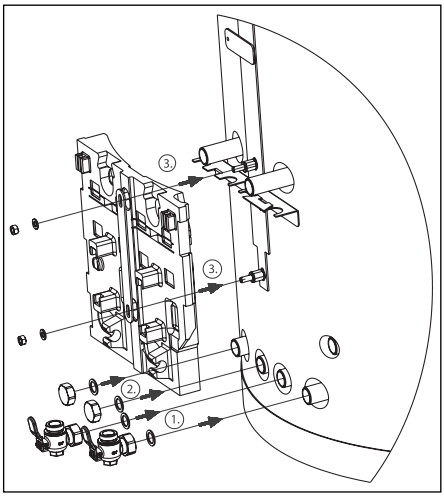

Abb. 9 Montage Kugelhähne und Isolierung Heizkreise
– Die Kugelhähne G 1 mit Dichtungen an der rechten Speicherseite anschließen (Abbildung 9 Punkt 1)